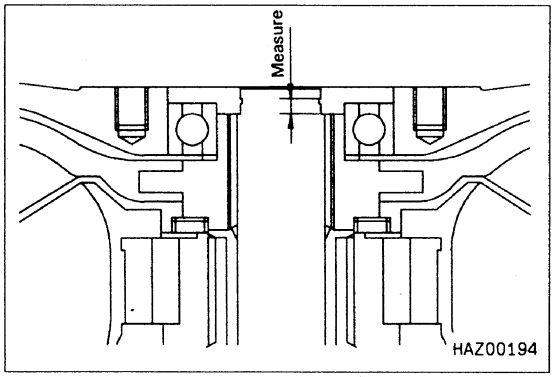

Fig. 3
5) Measure the distance between the turbine assembly and the turbine shaft snap ring groove as shown in Fig. 3, and select a collar to make the clearance within 0.5 mm (0.02 in).